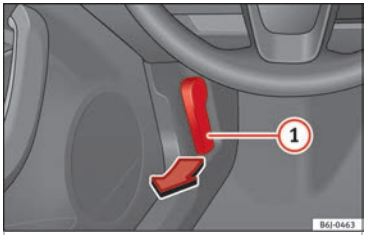

Fig. 5 Release lever in the driver's footwell area.
• Opening the bonnet: Pull the lever under the dashboard ››› Fig. 5 (1).